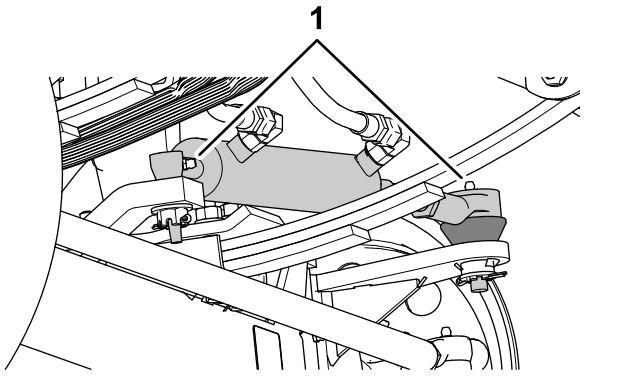
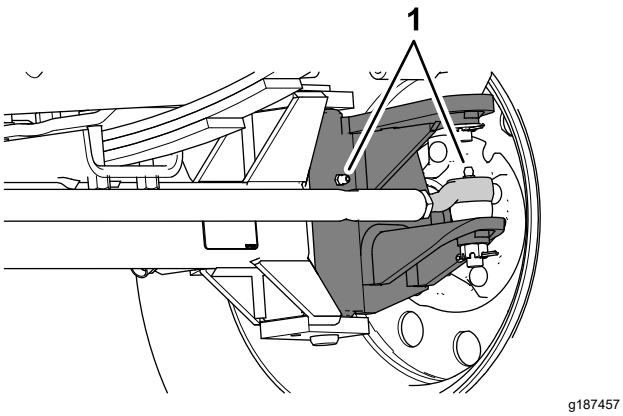

Figur 66
Figur 67
1. Torka av smörjnipplarna (Figur 66 och Figur 67).
2. Pumpa in fett i smörjnipplarna (Figur 66 och Figur 67).
Obs: Smörjnipplarnas lägen visas i Figur 66.